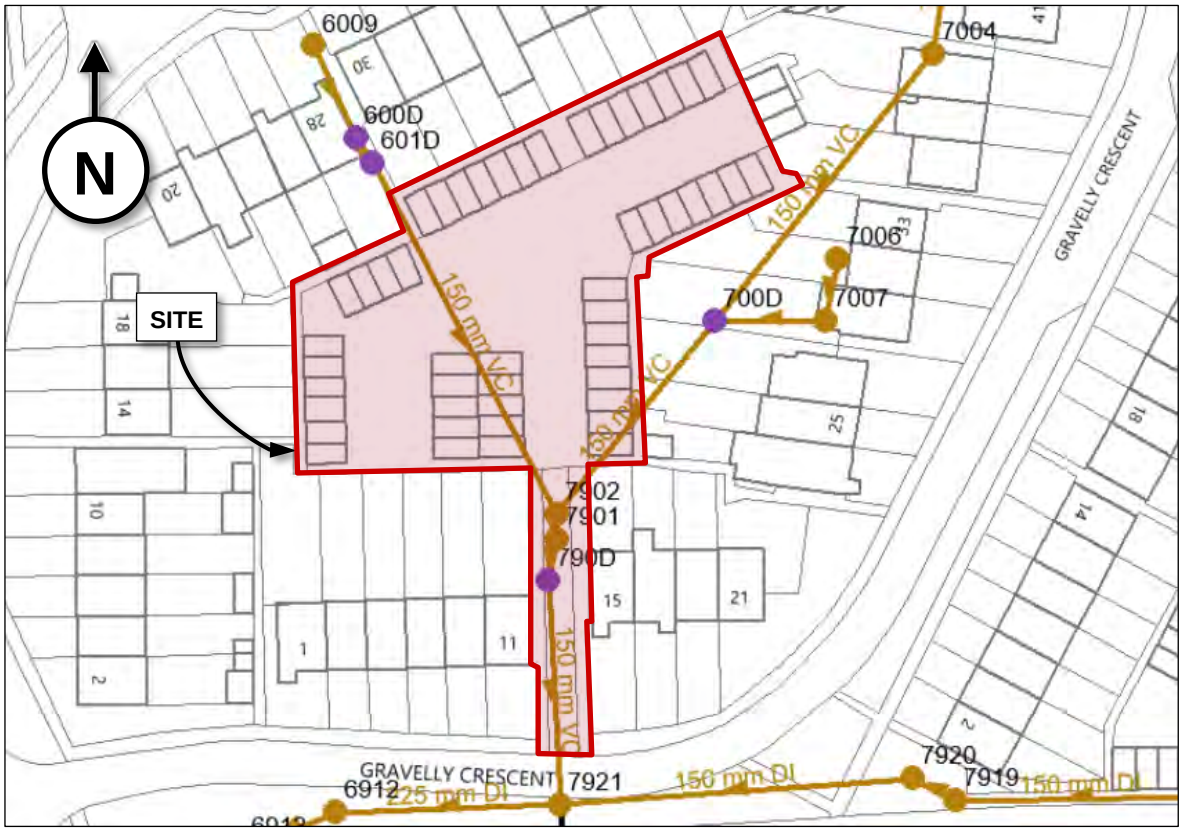

Figure 4.1 Southern Water Sewer Map extract.
4.1 Southern Water sewer records have been obtained, which show existing 150mm diameter public foul water sewers running within the site from the northeast and northwest to the south. Foul water from Gravelly Crescent and Shadwells Road discharges to this existing public foul water sewer which lies at a depth of approximately 1.0m. The Southern Water sewer records can be found in Appendix C, and an extract is shown below in Figure 4.1.